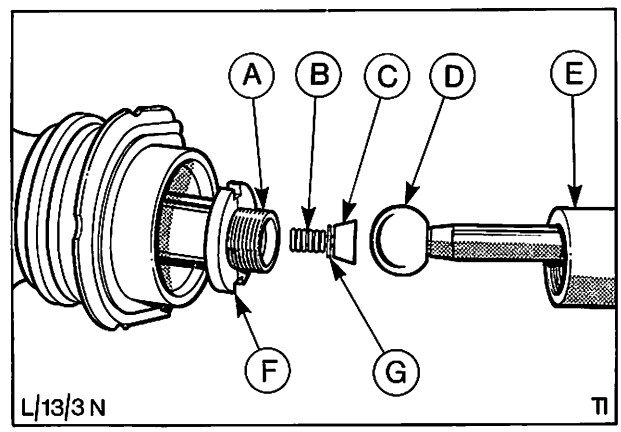

Abb. 25 Zerlegen der Spurstangenanordnung
5. Jede Spurstangenanordnung mit Werkzeugen 13-001-01 und 13-001-02 auseinanderbauen, Abb. 25.